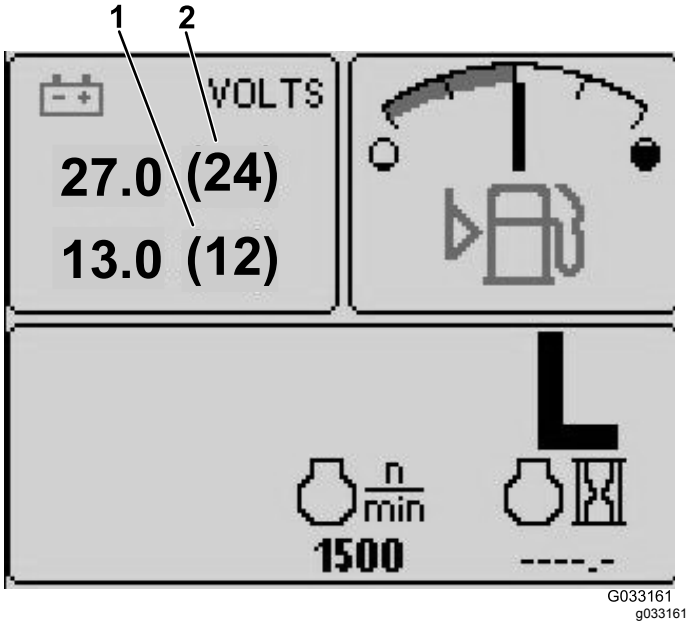

Figur 17
- 12 V-batterispänningsindikator – övre, vänstra skärmen (Figur 17)
- 24 V batterispänningsindikator – övre, vänstra skärmen (Figur 17)
Displayen visar spänningen för både 12 V- och 24 V-batteriet (Figur 17).